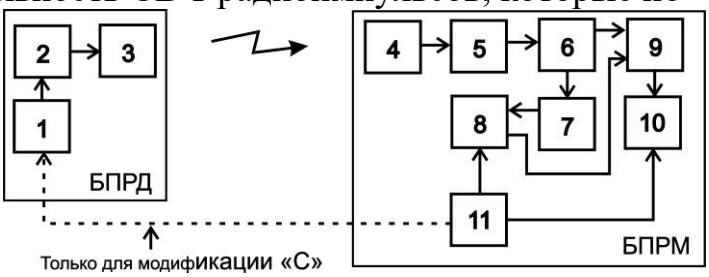

Рис. 6.5
6.2.1 Управляемый генератор 1 (см. рис. 6.5) вырабатывает импульсную последовательность определенной скважности. Под действием импульсов с генератора 1, модулятор 2 формирует последовательность СВЧ-радиоимпульсов, которые поступают на передающую антенну 3. Передающая антенна 3 излучает СВЧ-радио-импульсы в направлении приемной антенны 4. Образовавшееся между передающей3 и приемной 4 антеннами электромагнитное поле является источником полезных сиг-